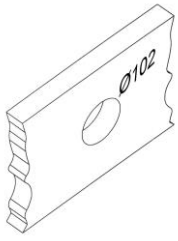

Рис. 4
- Сделайте отверстие в поверхности потолка диаметром 102 мм рис.4